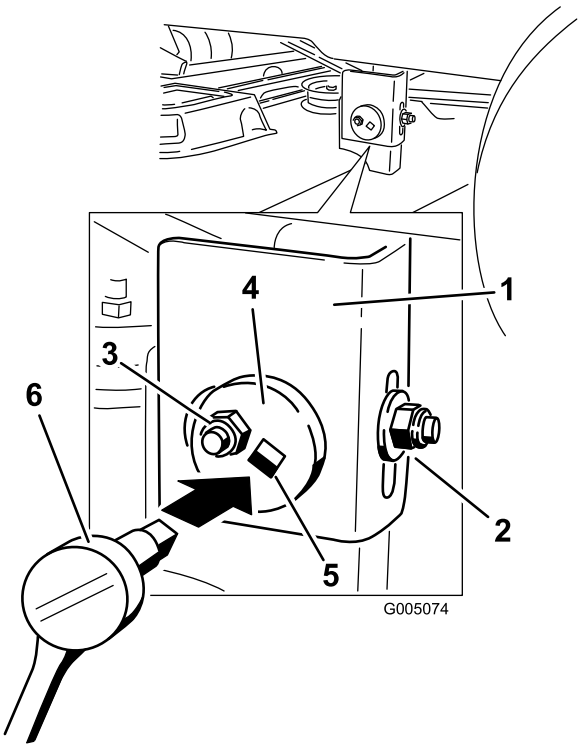

Bild 52
6. Gehen Sie zur linken Seite der Maschine. Lösen Sie (nicht entfernen) die hintere Sicherungsmutter am Hängeprofil (Bild 52).
7. Lösen Sie die seitliche Sicherungsmutter am Hängeprofil so viel, dass Sie die Exzenterplatte einstellen können (Bild 52). Stellen Sie die Exzenterplatte mit einer 3/8 Zoll Verlängerung auf einem Schraubenschlüssel ein. Verstellen Sie die
8. Stoppen Sie das Mähwerk an der eingestellten Stellung und ziehen Sie die seitliche Sicherungsmutter am Hängeprofil fest, um die neue Stellung zu arretieren (Bild 52). Ziehen Sie die hintere Sicherungsmutter am Hängeprofil fest.